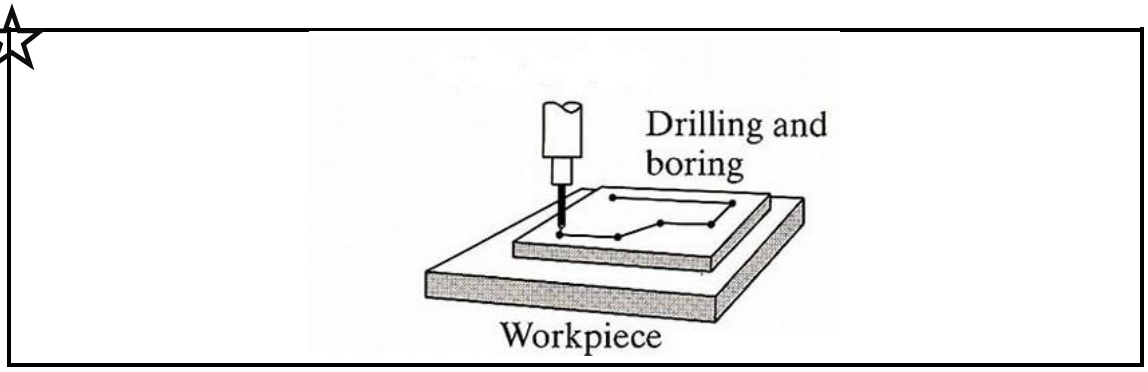

FIGUUR 6
5.3 FIGUUR 6 toon die werking van 'n RNB-boormasjien.
5.3.1 Watter soort gereedskapsbaanbeweging word in FIGUUR 6 getoon? (1)
5.3.2 Definieer die gereedskapsbaanbeweging wat in FIGUUR 6 getoon word. (2)
5.3.3 Watter gereedskapsbaanbeweging het dieselfde eienskappe as die een wat in FIGUUR 6 getoon word? (2)